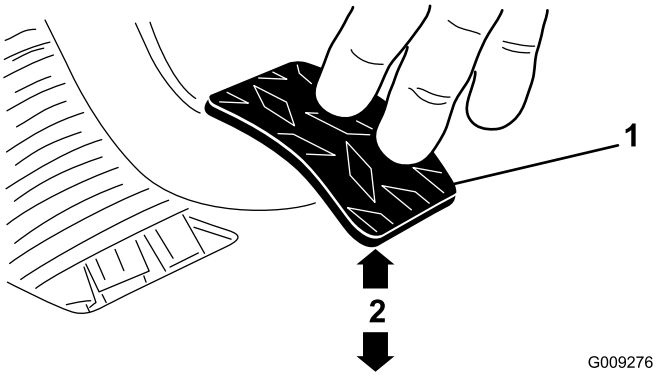

Figur 70
3. Juster låsemutterne og/eller kuleleddet helt til kanten bak på clutchpedalen er 9,2 til 9,8 cm fra toppen av gulvplaten med rombeprofil, hver gang det øves en kraft på cirka 1,8 kg på pedalen (Figur 70).